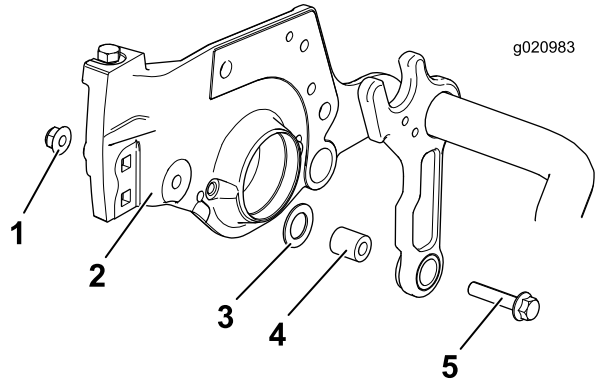

Figure 4
4. Retirez l'écrou, la rondelle plate et l'entretoise existants, mettez au rebut l'entretoise et conservez l'écrou er la rondelle plate (Figure 4).